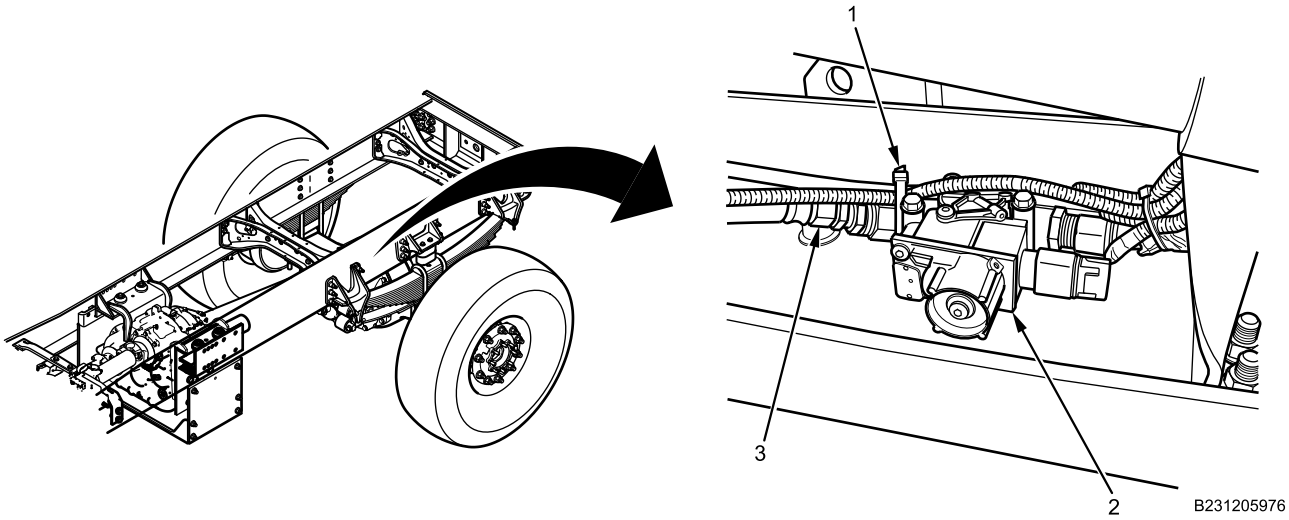

Figure 1. Modulator Valve.
1. Remove and discard cable lock straps (Figure 1, Item 1) as necessary.
2. Remove air line hose (Figure 1, Item 3) from Antilock Brake System (ABS) modulator valve (Figure 1, Item 2).